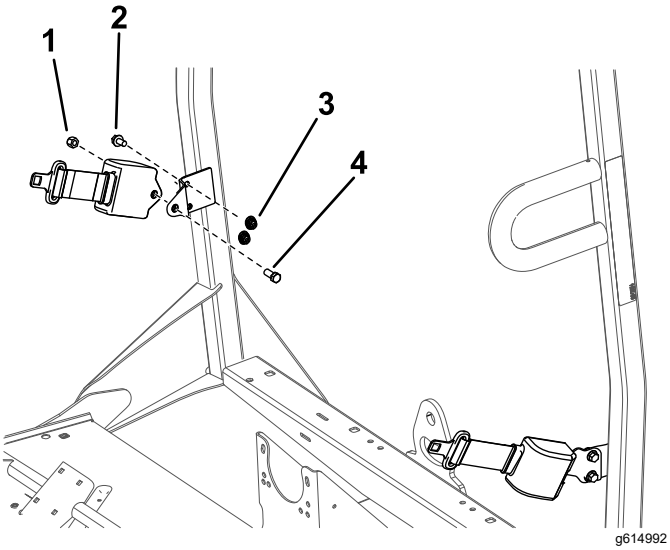

**Figura 7**
1. Montate una staffa di ancoraggio della cintura di sicurezza sulla parte esterna di ciascuna aletta del ROPS utilizzando 2 bulloni (⅜") e 2 dadi (⅜") (fate riferimento alla Figura 7).
2. Montate l'estremità retrattile di ciascun gruppo della cintura di sicurezza su ciascuna staffa di ancoraggio della cintura di sicurezza con un bullone (7/16 poll.) e un dado (7/16 poll.) (Figura 7).